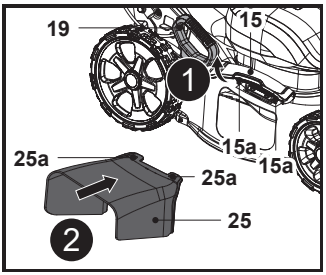

Rys. 14
1. Ustawić dźwignię regulacji wysokości koszenia (19) powyżej drugiej pozycji od dołu.
2. Obrócić boczną osłonę deflektora (15) w stronę silnika i przytrzymać ją w tym położeniu (rys. 14, krok 1).
3. Wyrównać i zaczepić otwory (25a) przystawki do wyrzutu bocznego (25) na zatrzaskach (15a) bocznej osłony deflektora (15) (rys. 14, krok 2).